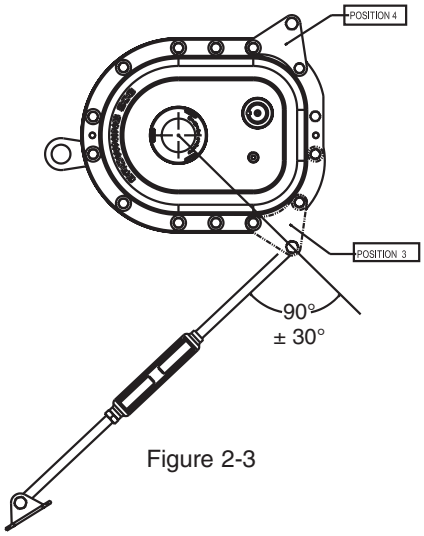

Figure 2-3
2.3.1 Position 3 or Position 4, as shown in Figure 2-3, is required for side mounting of a motor mount kit to provide clearance for the motor mount supports.